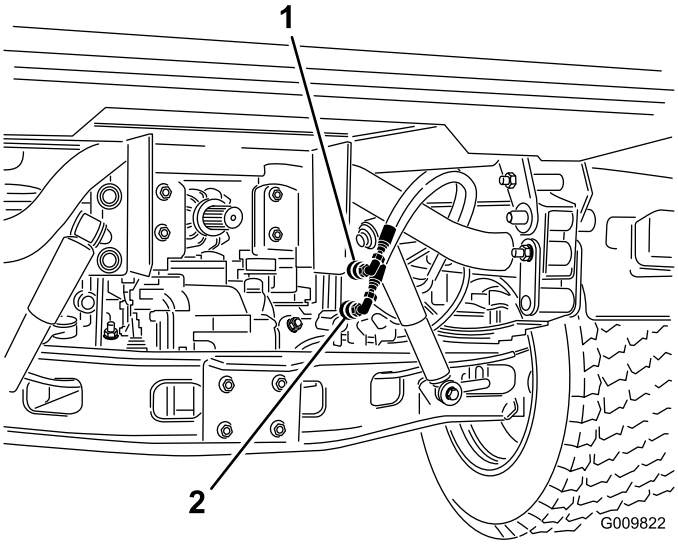

Figur 75
2. Koppla bort båda maskinernas snabbkopplingsslangar från slangarna som sitter fast vid kopplingsfästet (Figur 75).